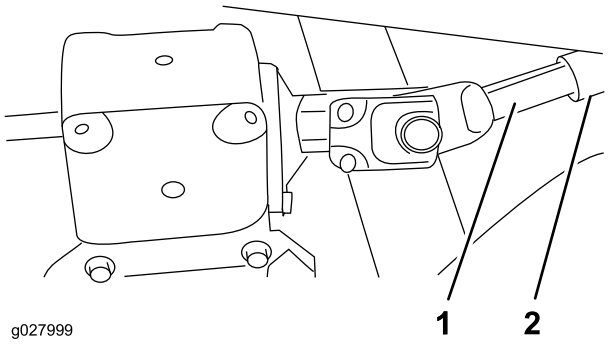

Bild 2
5. Stellen Sie den Motor ab und rollen das Mähwerk von der Zugmaschine weg, trennen Sie die Außen- und Innengewindeteile der Zapfwelle (Bild 2).